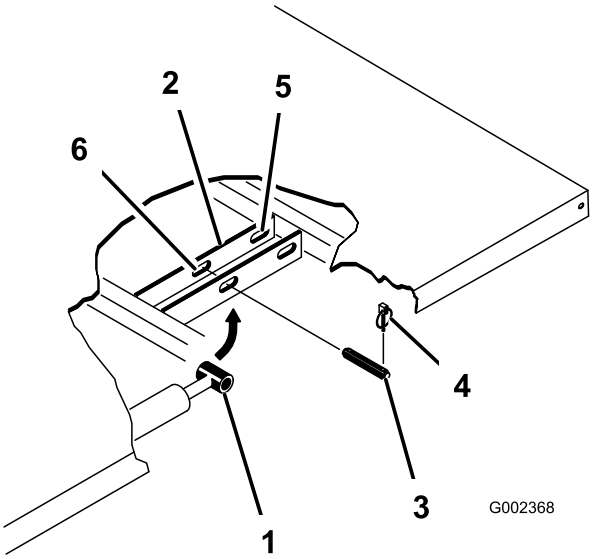

Figur 3
2. Ta bort hjulsprintarna från de yttre ändarna av cylinderstavens sprintbultar (Figur 3).